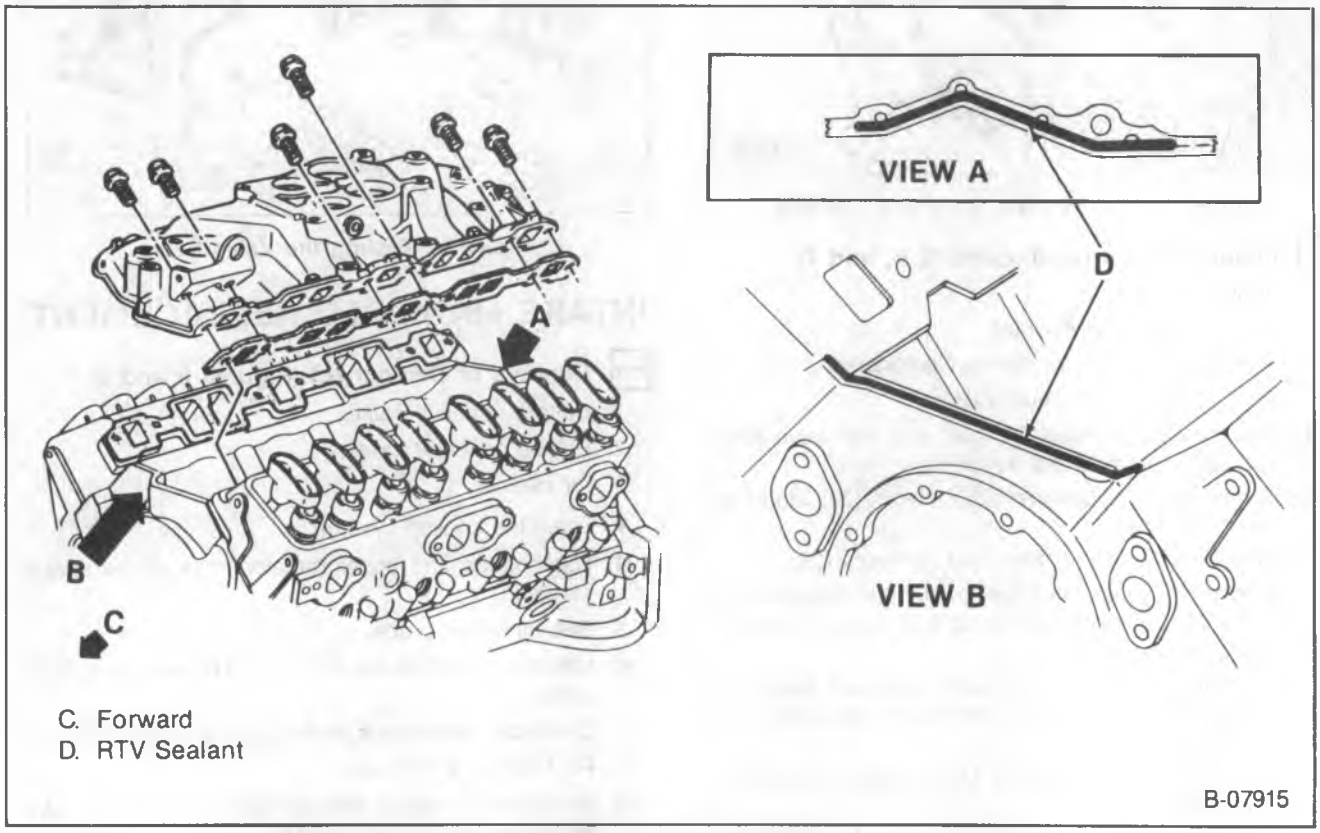

Figure 8—Intake Manifold
Remove or Disconnect (Figures 8 and 9)
Install or Connect (Figures 8 and 9)
2. RTV to the front and rear sealing surfaces on the block (figure 8). Apply a 5mm (3/16-inch) bead of RTV to the front and rear of the block as shown. Extend the bead 13 mm (1/2-inch) up each cylinder head to seal and retain the gaskets.